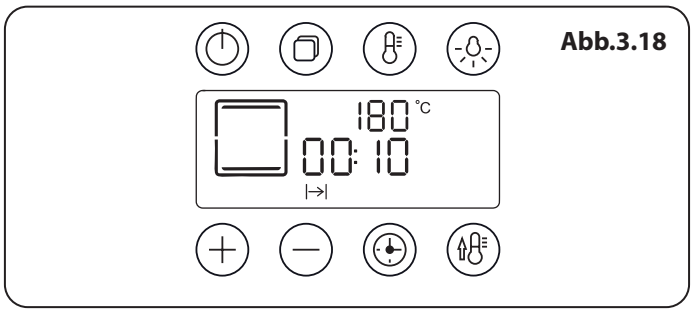
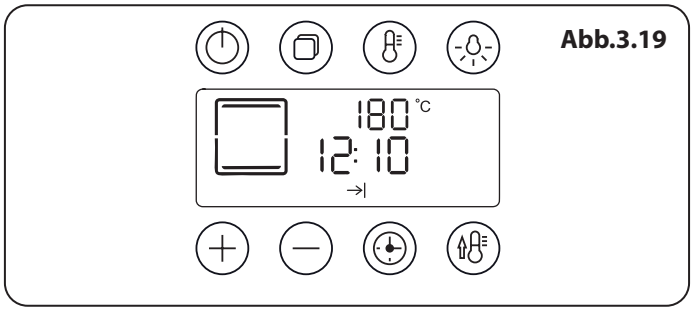

Abb.3.18
Abb.3.19
4. Der Ofen wechselt nach 3 Sekunden in den Standby-Modus und das Display zeigt die Garzeit (**Abb.3.18**)
und die Abschaltzeit an (**Abb.3.19**). Durch Ändern der Garfunktion wird die Auswahl zurückgesetzt.
Hinweis: **Abb.3.18** und **Abb.3.19** ist die gewöhnliche Heizfunktion veranschaulicht. Alle anderen Modus sind verfügbar.